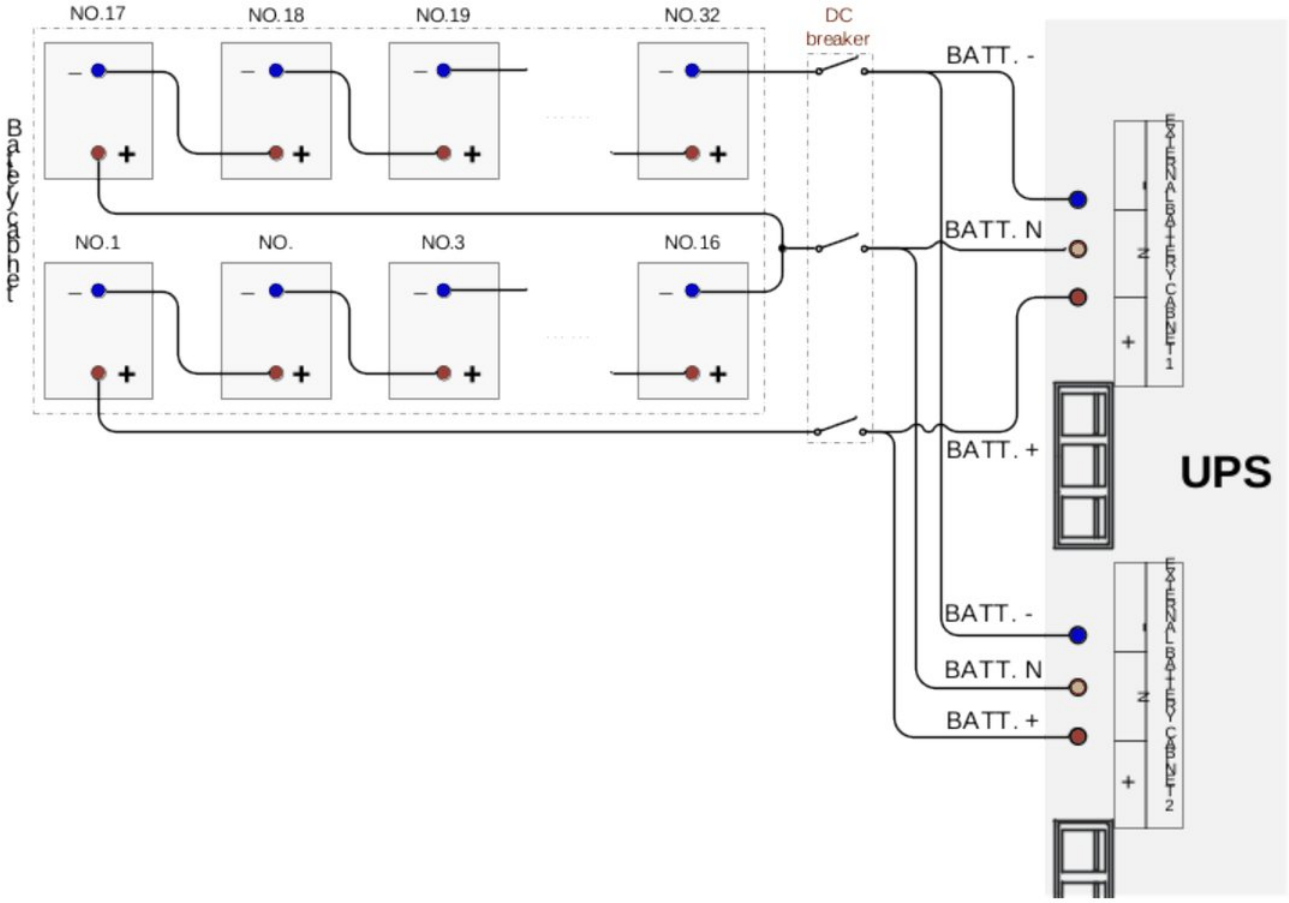
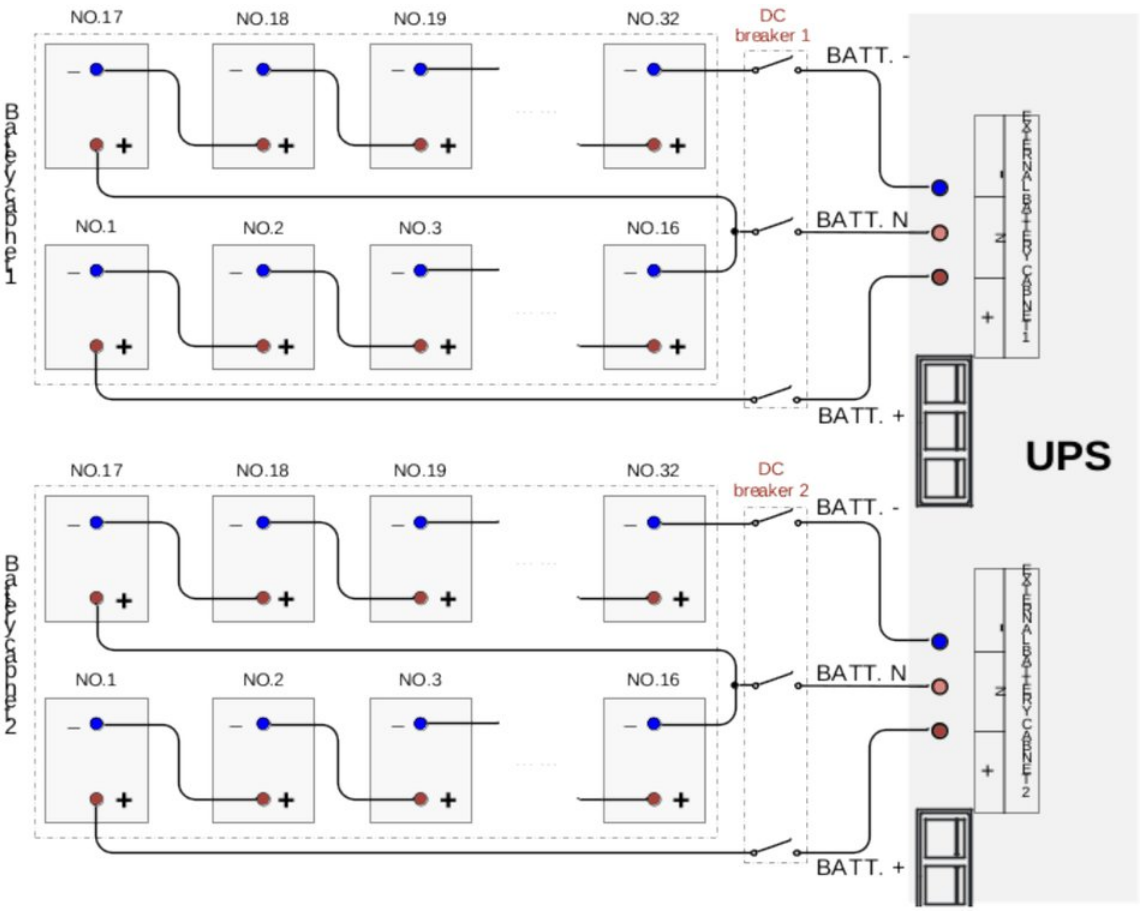

FIGURE 3-25 Wiring diagram 1 of 30K/40K UPS
FIGURE 3-26 Wiring diagram 2 of 30K/40K UPS
Figure 3-25 and Figure 3-26 show the wiring methods for the 30K/40K UPS.
- Wiring method 1: 32 battery blocks (12 V) connected separately to the two external battery ports; each battery cabinet has one 3P breaker; the external wiring comprises BATT.+, BATT.- and BATT. N, as shown in Figure 3-25.
- Wiring method 2: 32 battery blocks (12 V) connected to each external battery port; each battery cabinet has one 3P breaker; the external wiring comprises BATT.+, BATT.- and BATT. N, as shown in Figure 3-26.